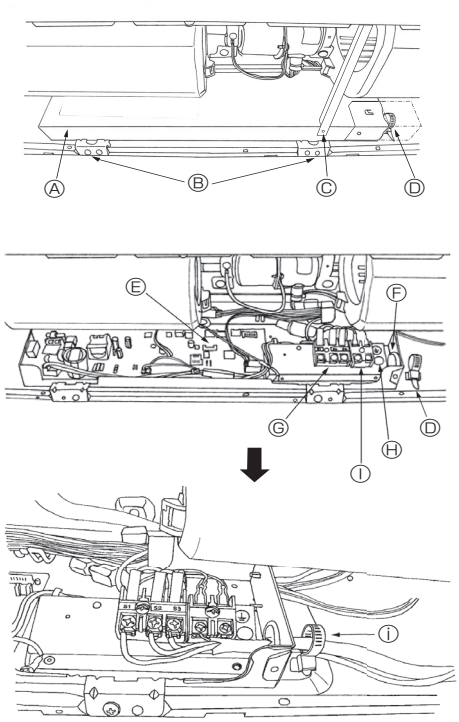

Fig. 6-1
6.1. Installation électrique (Fig. 6-1)
Raccorder correctement les fils électriques aux bornes correspondantes (Fig. 6-1).